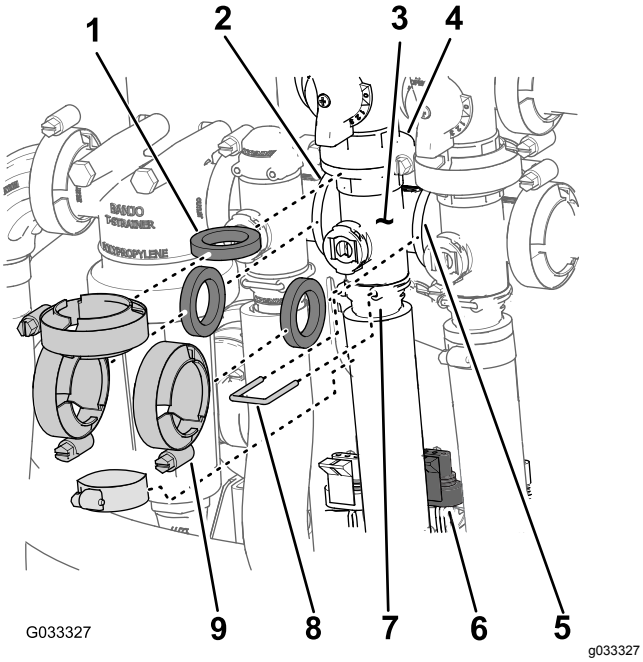

Rysunek 64
1. Zdejmij obejmy i uszczelki mocujące rozgałęźnik zaworu mieszania (Rysunek 64) do zaworu obejścia kanału mieszania, zaworu regulacji dawki, nadrzędnego zaworu sterowania zraszaniem oraz adaptera króćca (zaworu regulacji mieszania).
2. Zdejmij element ustalający mocujący złącze wylotu do rozgałęźnika zaworu mieszania (Rysunek 64).